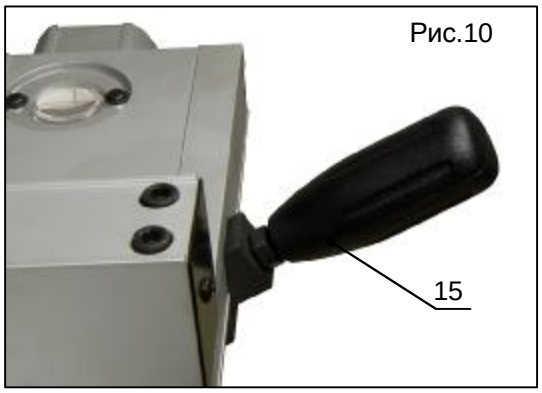

Рис.10
5. Для того чтобы перемещать параллельный ограничитель, необходимо фиксирующий рычаг (поз.15, рис.10) поднять в верхнее положение.